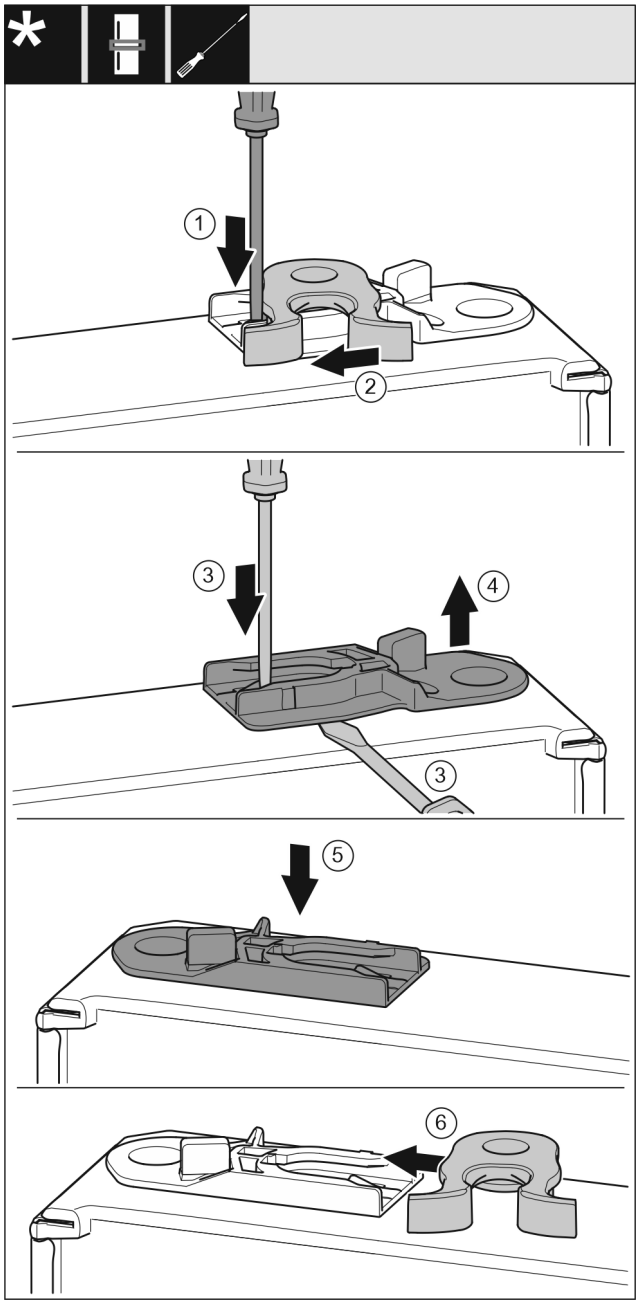

*Fig. 52 **
- ▶ Plochým šroubovákem přitlačte lamelu *Fig. 52 (1)* dolů.*
- ▶ Vytáhněte petlici *Fig. 52 (2)* z vedení.*
- ▶ Vytáhněte vodicí pouzdro *Fig. 52 (3, 4)*: Stiskněte jazýček šroubovákem a současně plochým šroubovákem zajeďte pod vodicí pouzdro.*
- ▶ Vodicí pouzdro *Fig. 52 (5)* přiložené v příslušenství zasuňte na druhé straně pláště.*
- ▶ Petlici *Fig. 52 (6)* zasuňte do vedení.*